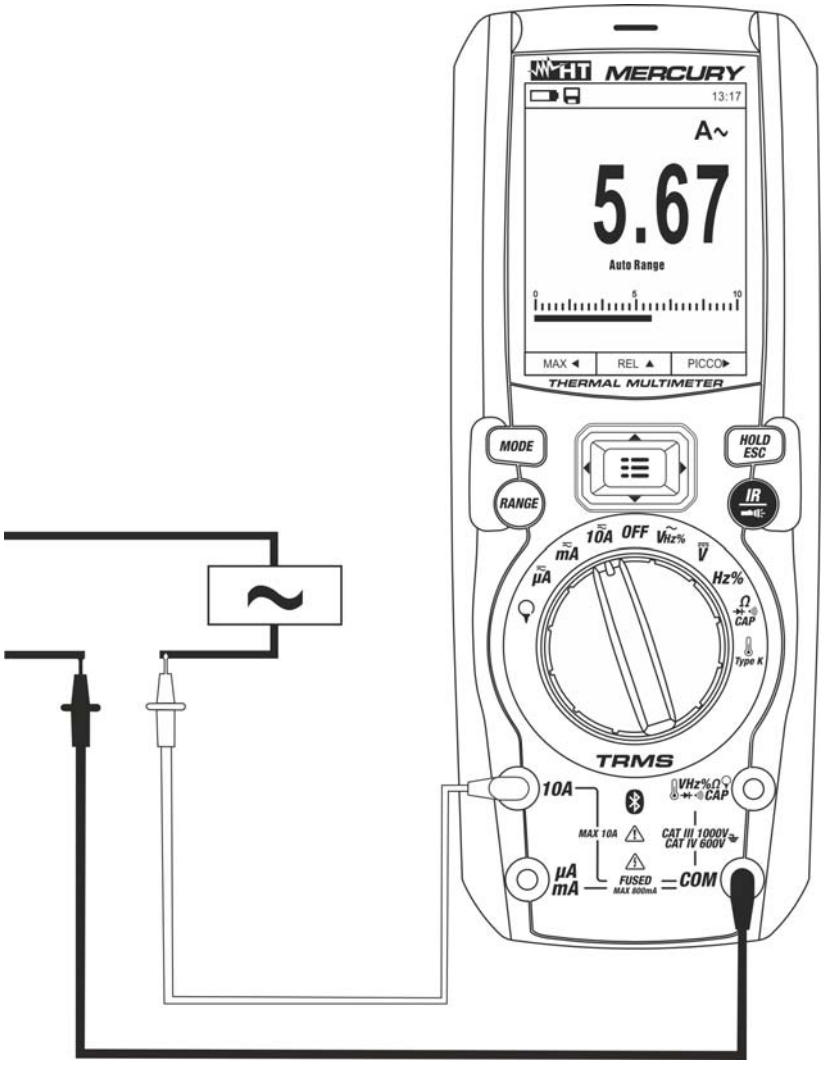

Fig. 29: Uso dello strumento per misura di Corrente AC
5. Collegare il puntale rosso ed il puntale nero in serie al circuito di cui si vuole misurare la corrente (vedere Fig. 29)